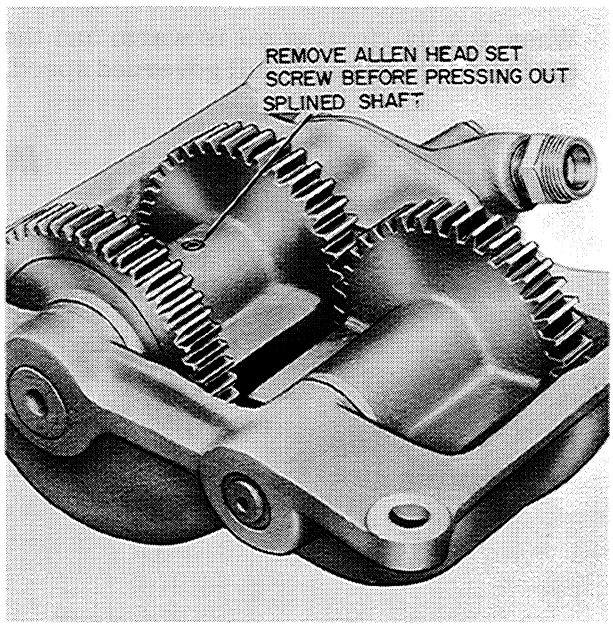

Figure MM-15
6. Before pressing out the splined shaft make certain that the Allen Head set screw has been removed, Figure MM-15.